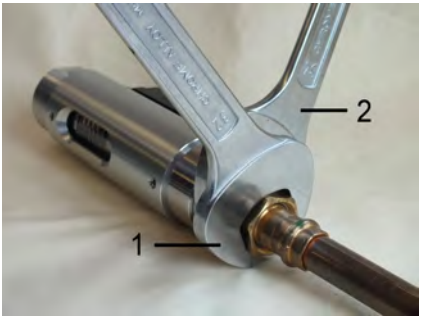

Abb. 12: Gerät einschrauben
3. Übergangsverschraubung (Abb. 12/1) unter Gegenhalten der Verschraubung (Abb. 12/2) des Gerätes weiter eindrehen, bis die Verbindung dicht ist